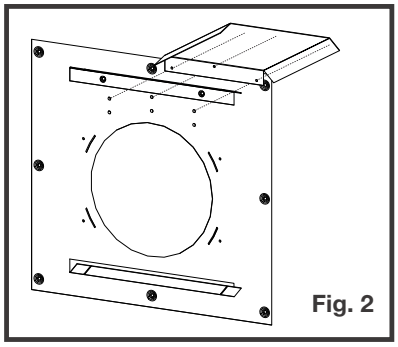

Fig. 2
2. Installez un écran protecteur sur le dessus d'une côté de l'espaceur coupe-feu **(Fig. 2)**.